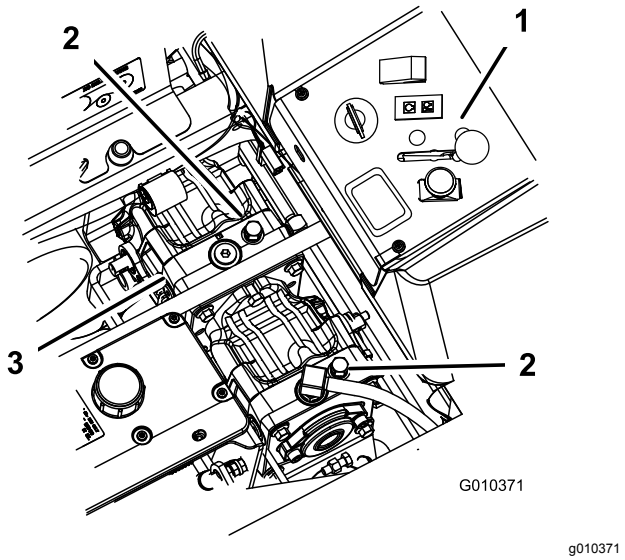

Figuur 42
3. Draai de omloopkleppen een slag naar links om de machine te duwen (Figuur 42).
Draai de omloopkleppen 1 slag naar rechts om de machine in bedrijf te stellen (Figuur 42).